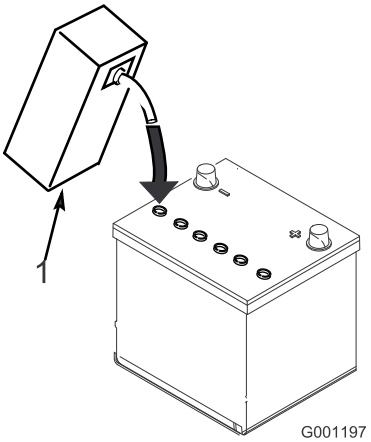

Figur 7
3. Fyll försiktigt varje cell med elektrolyt tills plattorna är täckta med ca 6 mm vätska (Figur 7).
4. Låt elektrolyten sugas upp av plattorna under 20 till 30 minuter. Fyll på elektrolyt så att nivån kommer upp till ca 6 mm från botten av påfyllningshålet (Figur 7).